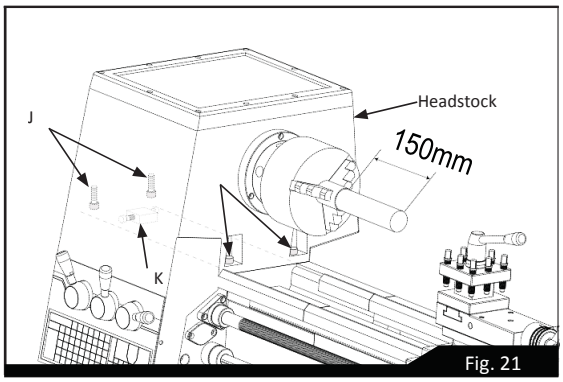

Fig. 21
To correct a difference in readings, loosen the four head- stock hold-down screws (J) shown in Figure 21 and adjust the set-over pad (K) beneath the headstock. Then tighten all screws. After adjustment, repeat the test-cut/micrometer reading until micrometer readings are identical so that machine cutting will be absolutely parallel.